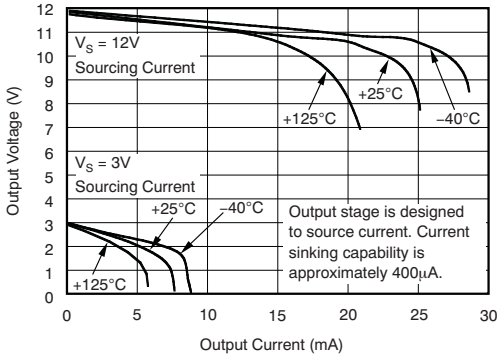

Figure 8. Positive Output Voltage Swing vs Output Current
(2) Total output error includes effects of gain error and V_{OS}.
(3) Linearity is best fit to a straight line.
(4) For details on this region of operation, see *Accuracy Variations* section in *Device Functional Modes*.
(5) See Figure 8.
(6) Specified by design.